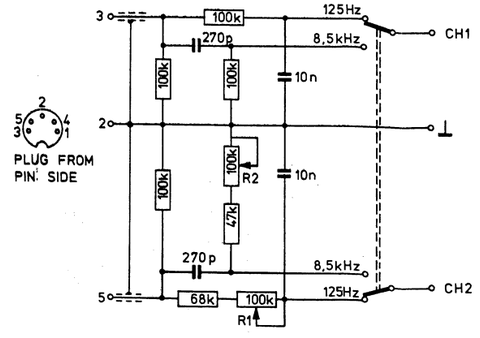

Fig. 3 29795 A 13
Das Filter muss entsprechend dem Plan von Bild 3 zusammengestellt werden.
- Das in Bild 3 dargestellte abgeglichene Filter an BU5 des VCR-Gerätes anschliessen.